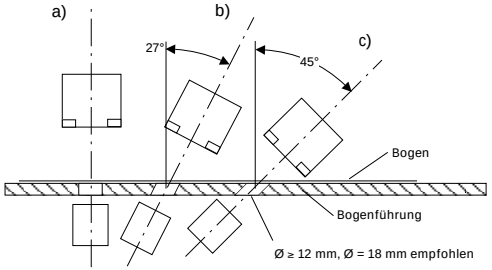

Abb. 6: Einbaulagen
- Bei Papieren und dünnen Folien wird eine senkrechte Montage zum Bogen empfohlen (Abb. 6 a).
- Bei dünnen Blechen, dickeren Kunststoffolien (z.B. Kreditkarte) ist die dbk mit einer Neigung von 27° zum durchlaufenden Bogen zu montieren (Abb. 6 b).
- Papiersorten, die bei der senkrechten Montage Fehlschaltungen verursachen (i.d.R. Papiere mit internen Lufteinschlüssen), können häufig bei einer Montage von 45° zum durchlaufenden Bogen abgetastet werden. Wird bei Wellpappe schräg gegen die Wellen gemessen, können sogar feine Wellpappen (G und F-Welle) abgetastet werden (Abb. 6 c).
- Falls Sie den Sender versenkt einbauen bzw. eine Bogenführung zwischen Sender und Empfänger vorgesehen haben, muss die Bohrung einen Durchmesser von ≥12 mm haben, empfohlen wird ein Durchmesser von 18 mm (Abb. 6).